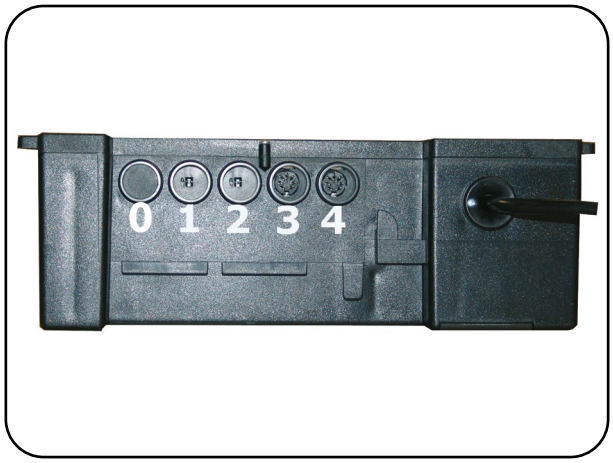

Abb. 6.2.03 – Netzteil
3. Schließen Sie die Steckverbindungen für die Antriebe nach Abbildung 6.2.03 an.